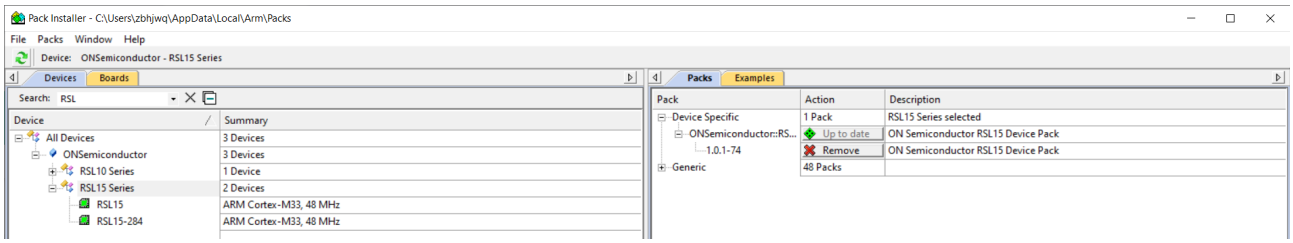

Figure 22. Pack Installer after RSL15 CMSIS-Pack is Installed in the Keil µVision IDE
6. The RSL15 CMSIS-Pack now appears in the list of installed packs. In the **Devices** tab, if you expand **All Devices** > **ONSemiconductor** > **RSL15 Series**, you can see RSL15 listed there. You can manage your installed packs in the **Packs** tab. Expanding **ONSemiconductor** > **RSL15** makes the **Pack Properties** tab display the details of the RSL15 CMSIS-Pack. the "Pack Installer after RSL15 CMSIS-Pack is Installed in the Keil µVision IDE" figure (Figure 22) illustrates what the Pack Installer perspective looks like after installation.